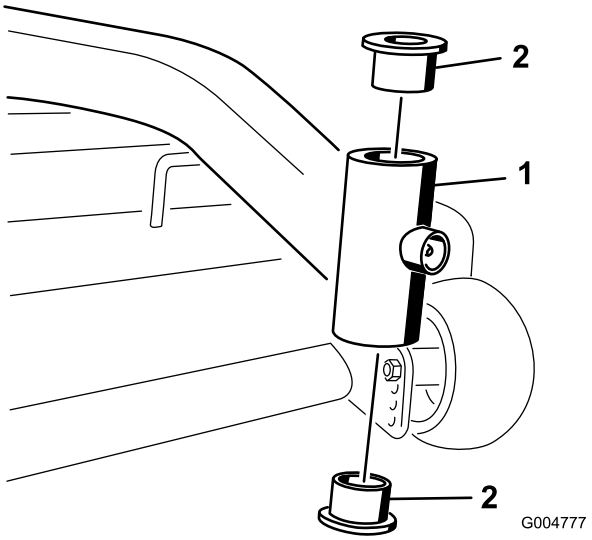

Figura 45
4. Introduzca un punzón botador en el tubo de montaje y con sumo cuidado retire los casquillos (Figura 45).